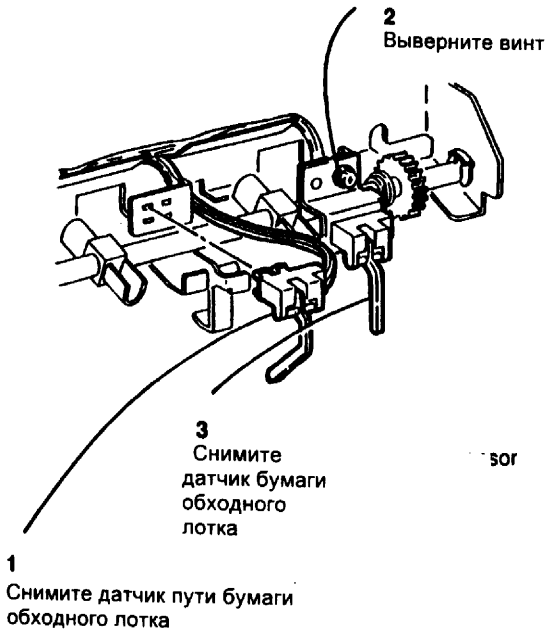

Рис. 4 Снятие датчиков бумаги обходного лотка
7. (Рис. 4) Снимите датчик пути бумаги обходного лотка и датчик бумаги обходного лотка.